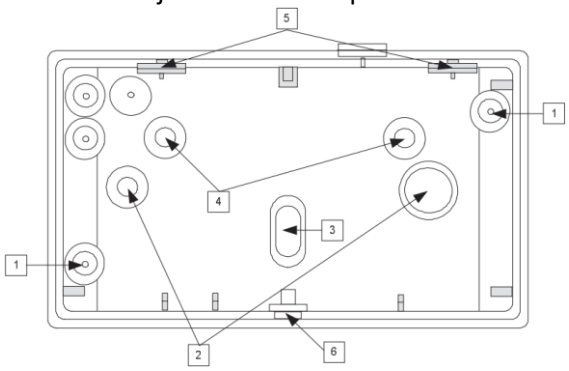

Fig. 5
4. Abrir los pretaladros de la carcasa trasera (4, Fig. 5).